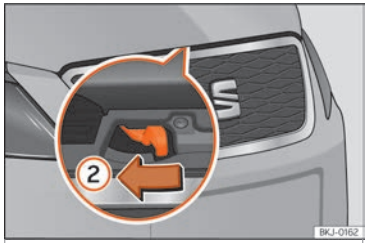

Fig. 185 Lever under the bonnet.
• To lift the bonnet, press towards the left on the lever located under the bonnet, in the centre ››› Fig. 185 ②. The arrester hooks are released.